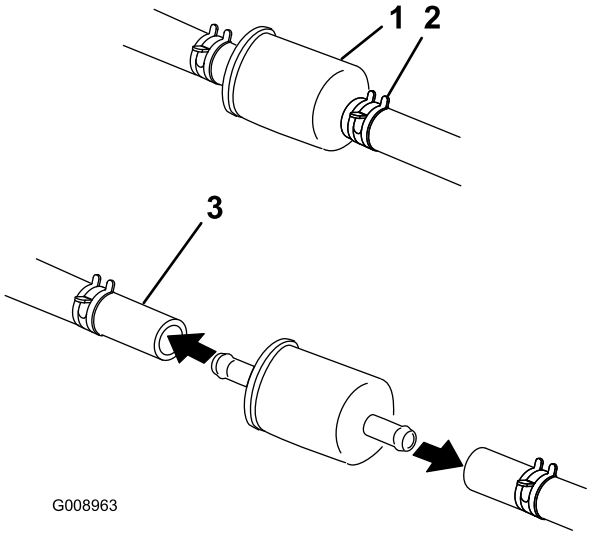

Figur 60
5. Lukk bensinkranen under setet (Figur 60).
6. Klem sammen endene på slangeklemmene, og skyv dem bort fra filteret (Figur 60).
8. Monter et nytt filter, og skyv slangeklemmene nær opptil filteret (Figur 60).